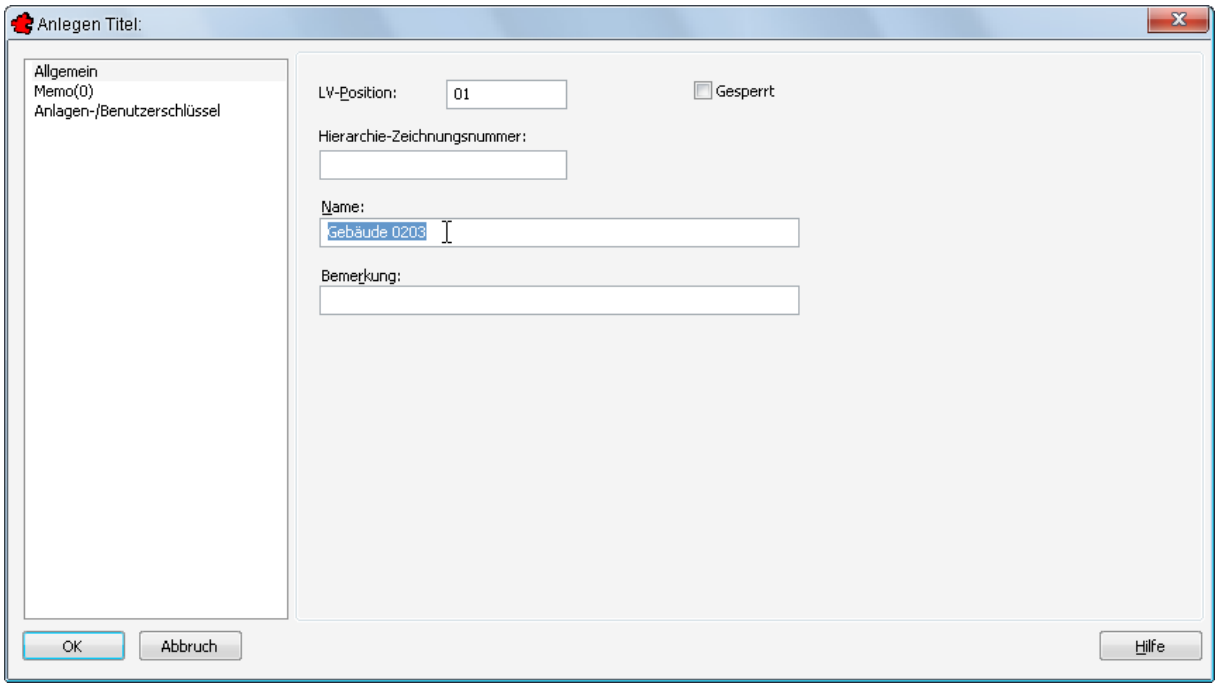

Bild 24.7 – Der Name des Titels für Listen und Inhaltsverzeichnisse
- Unter der Rubrik *Allgemein* tragen Sie ins Editierfeld *Name* einen Klartext ein. In dieser Form wird der Titel in den Summenlisten der Funktionslisten sowie im Inhaltsverzeichnis angegeben (Abb. 24.7).